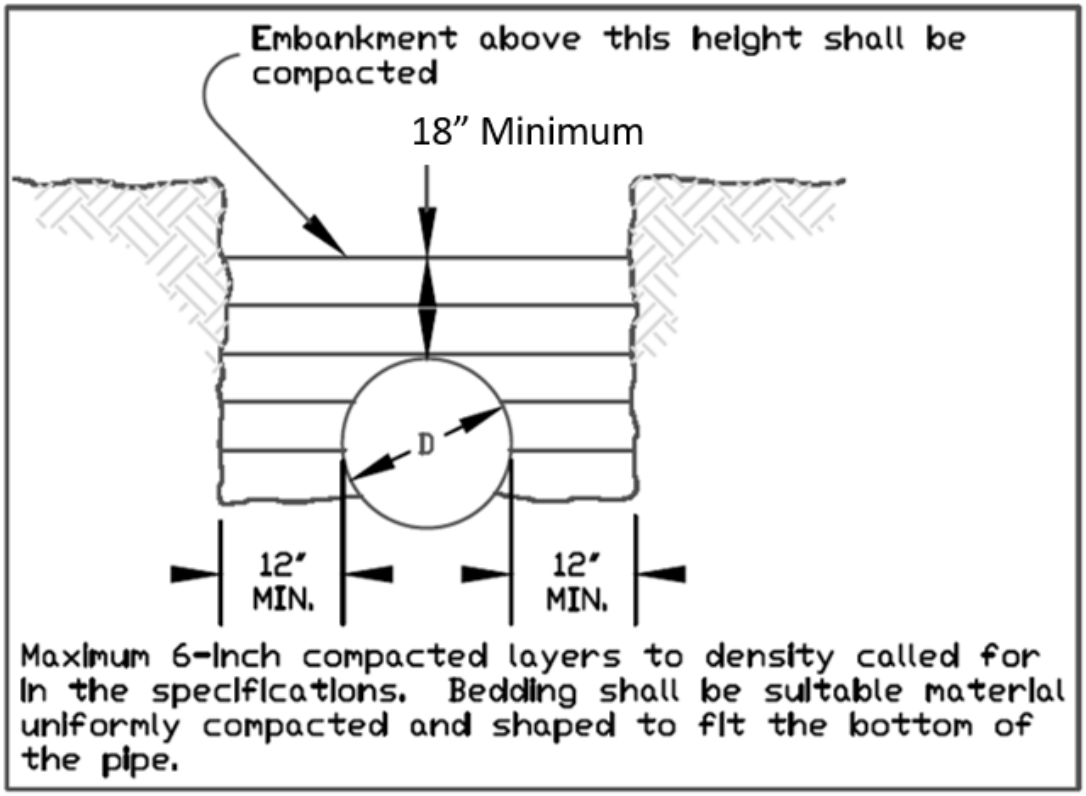

Figure 3: Backfill diagram.
5) Place the culvert in the prepared crossing, carefully place clean, 2-inch minus granular backfill material in 6-inch lifts and compact until the top of the structure is reached (see Figure 3).